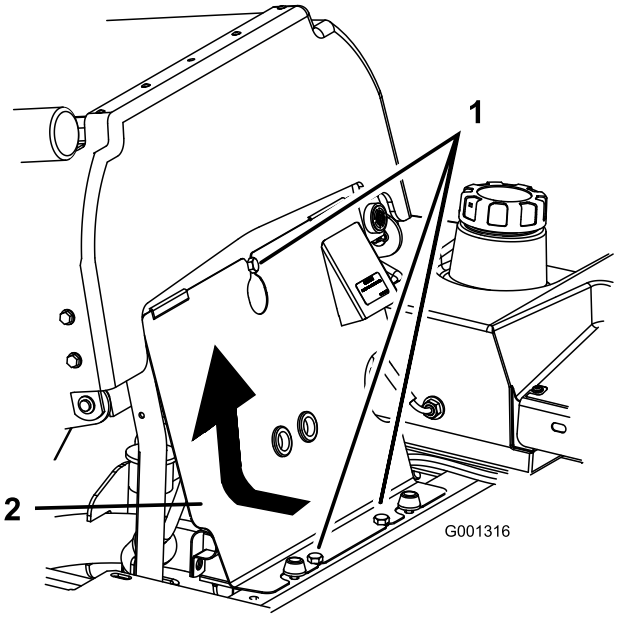

Figur 57
3. Tippa sätet framåt, lossa bultarna och demontera den främre motorkåpan (Figur 57).